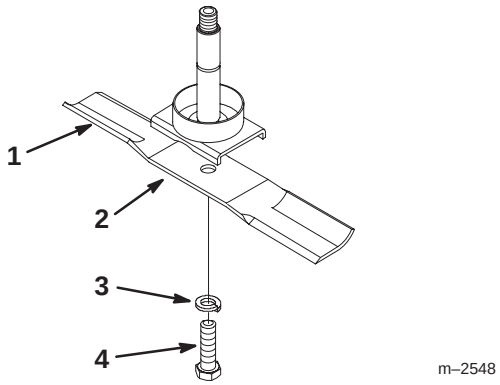
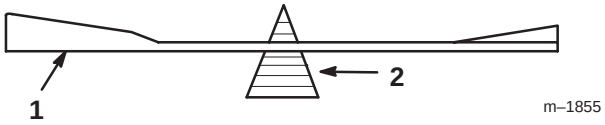

Figure 13
Figure 15
Hold the blade end using a rag or thickly-padded glove. Remove the blade bolt, lock washer and blade from the spindle shaft (Fig. 13).
2. Check the balance of the blade by putting it on a blade balancer (Fig. 15). If the blade stays in a horizontal position, the blade is balanced and can be used. If the blade is not balanced, file some metal off the end of the sail area only (Fig. 13). Repeat this procedure until the blade is balanced.
1. Install the blade onto the spindle shaft (Fig. 13).
2. Install the lock washer and blade bolt (Fig. 13). Torque the blade bolt to 85–110 ft-lb (115–140 N•m).